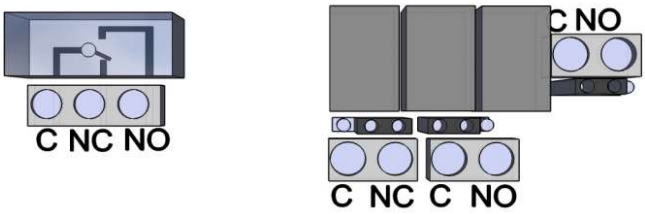

Figure 6: Exp Relay and Exp Relay 3
- You can find more information on SMS commands on page 20.Figure 6: EXP Relay and EXP Relay3.